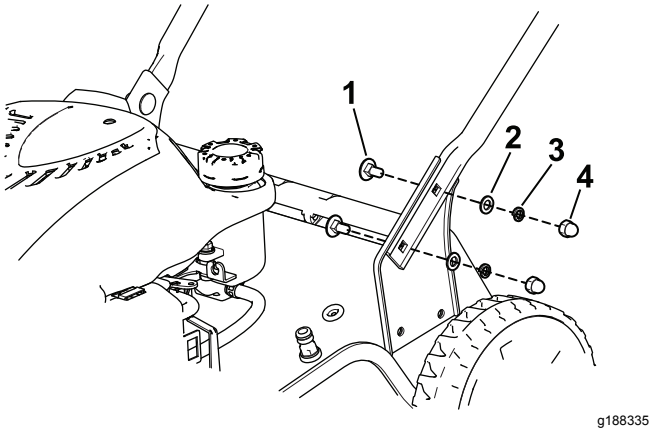

Figur 3
1. Fäst det nedre handtaget vid klipparhuset med fyra skruvar, fyra planbrickor, fyra delade brickor och fyra muttrar (Figur 3).